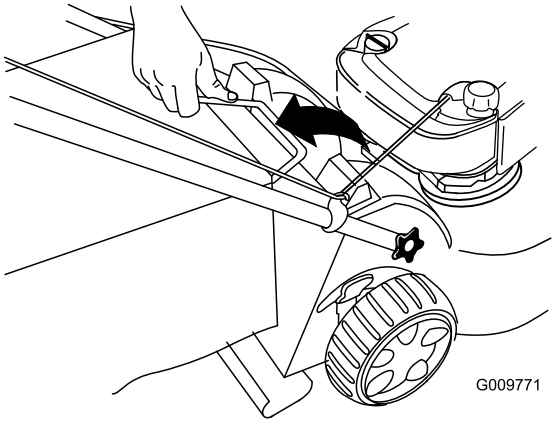

Bild 25
2. Heben Sie den Fangkorbgriff aus den Kerben oben am Rasenmäher und nehmen Sie den Fangkorb vom Rasenmäher ab (Bild 25).